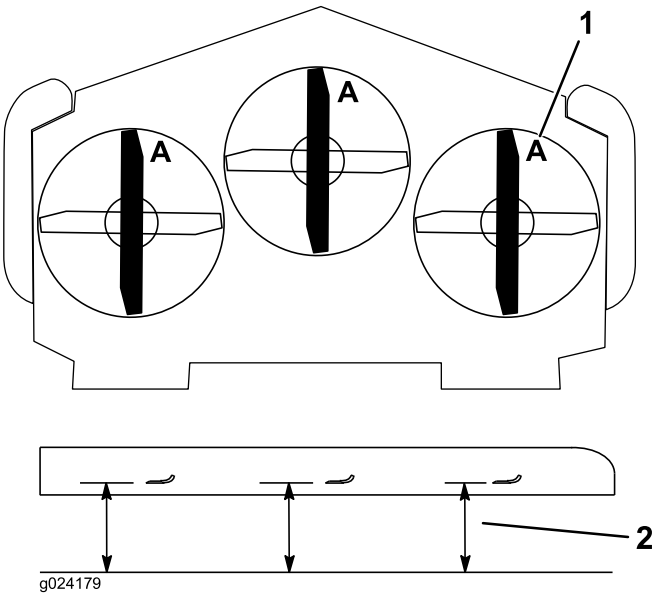

Figur 88
3. Roter knivene til endene vender fremover og bakover (Figur 88). Mål fra en jevn overflate til kniveggen, posisjon **A**, på kniven (Figur 88). Merk deg dette målet.